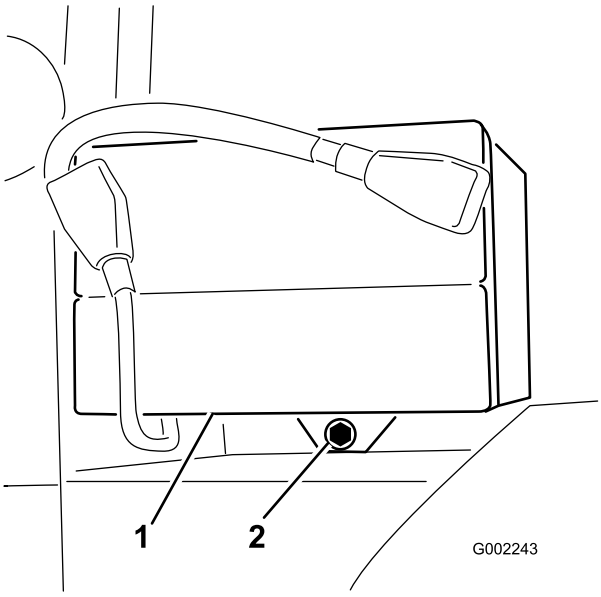

Figur 47
2. Fjern batteriholderen og fastgørelsesenhederne (Figur 47).
3. Monter batteriholderen, og fastgør den med de tre bolte, der tidligere blev fjernet (Figur 47).